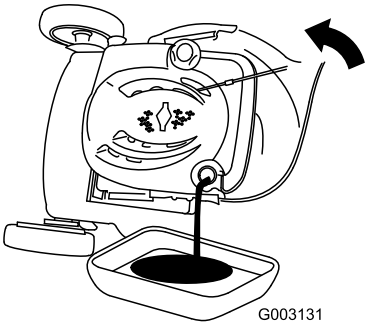

Figur 35
7. Vipp maskinen på siden med oljefyllingsrøret vendt nedover for å tømme brukt olje gjennom oljefyllingsrøret ut i oljetappefatet (Figur 35).